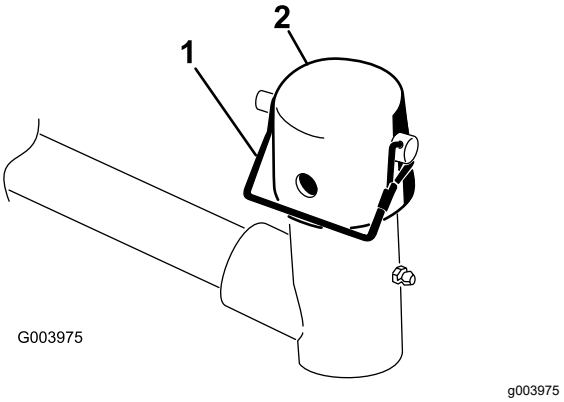

Figur 9
9. Fjern låsestiften og hætten fra løftearmens drejegaffel (Figur 9).
Bemærk: Brug rillen, hvis der ønskes en klippeenhed med styring, eller brug hullet, hvis klippeenheden skal fastlåses i positionen (Figur 9).